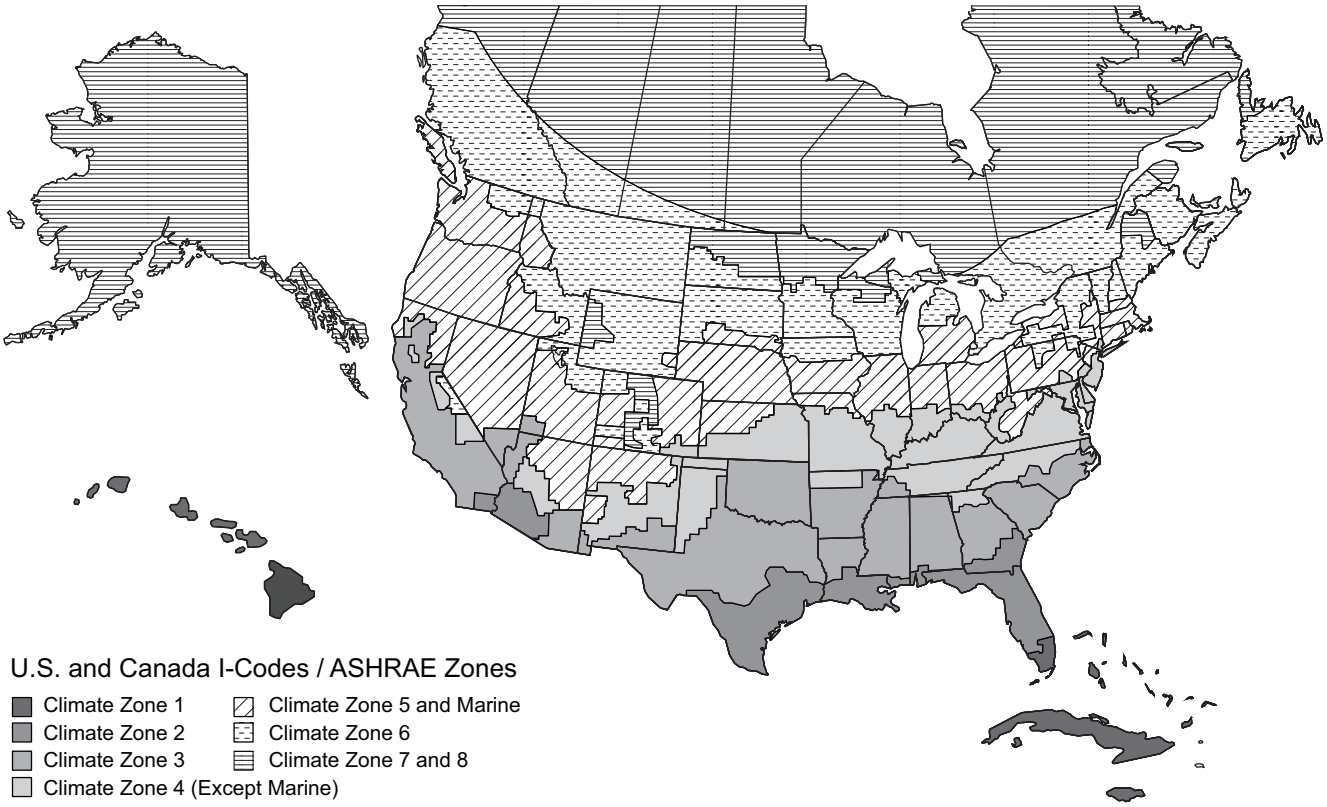

Fig. 71 — U.S. and Canada Climate Zones
a. See Fig. 71 for map of U.S. and Canada climate zones.